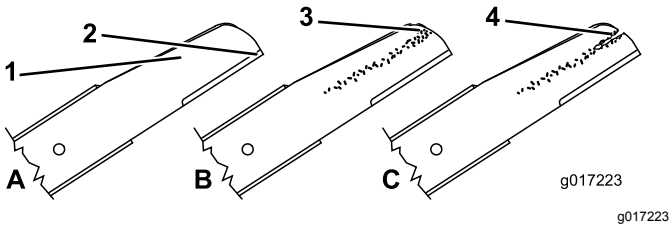

Bild 41
1. Untersuchen Sie die Schnittkanten (Bild 41). Bauen Sie die Schnittmesser aus und schärfen oder tauschen sie aus, wenn die Kanten nicht scharf sind oder Kerben aufweisen.
2. Prüfen Sie die Schnittmesser, insbesondere den gebogenen Bereich (Bild 41). Wenn Sie Schäden, Verschleiß oder Rillenbildung in diesem Bereich feststellen, sollten Sie sofort ein neues Schnittmesser einbauen.